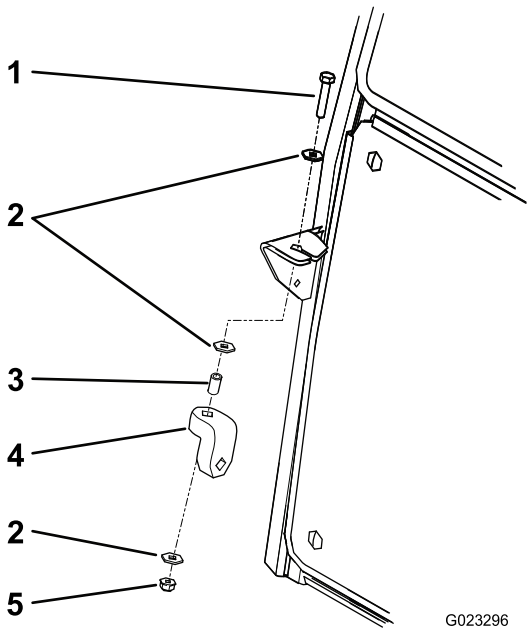

Figure 12
1. Loosely install a rubber hanger to the underside of each tab on the front of the cab with a bolt (5/16 x 1-5/8 inch), 2 washers (3/8 inch), a spacer, and a flange nut (5/16 inch) as shown in Figure 12.